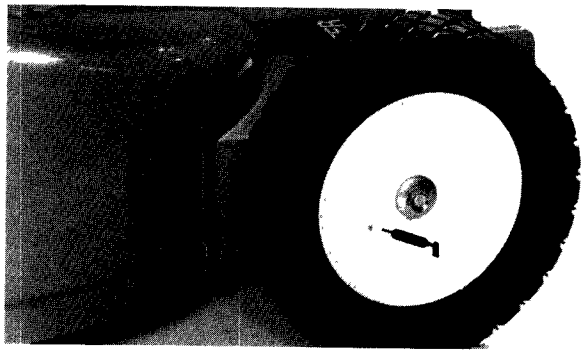

Figure 33
8. Lubricate wheel bearings with grease (Fig. 33): refer to Lubricating Wheel Bearings, page 13.